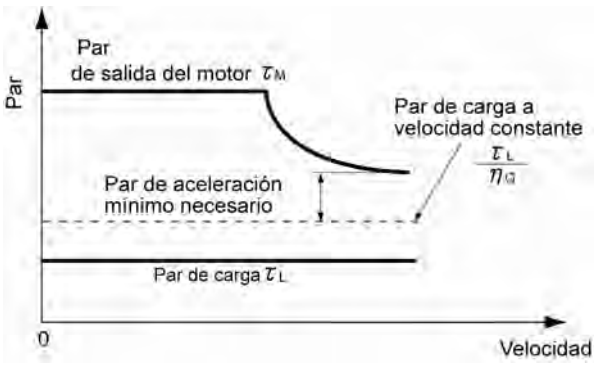

Figura 7.4 Ejemplo de par de aceleración mínimo necesario
2) Calcule el par de aceleración mínimo necesario (Véase Figura 7.4)